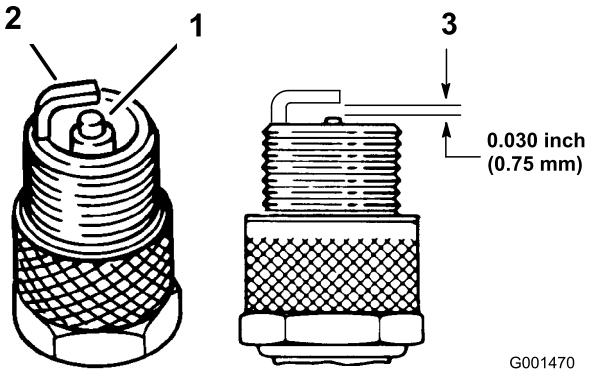

Figura 43
4. Compruebe el estado del electrodo lateral, el electrodo central y el aislamiento del electrodo central para verificar que no están dañados (Figura 43).
5. Ajuste el hueco entre los electrodos central y lateral a 0,76 mm (Figura 43).